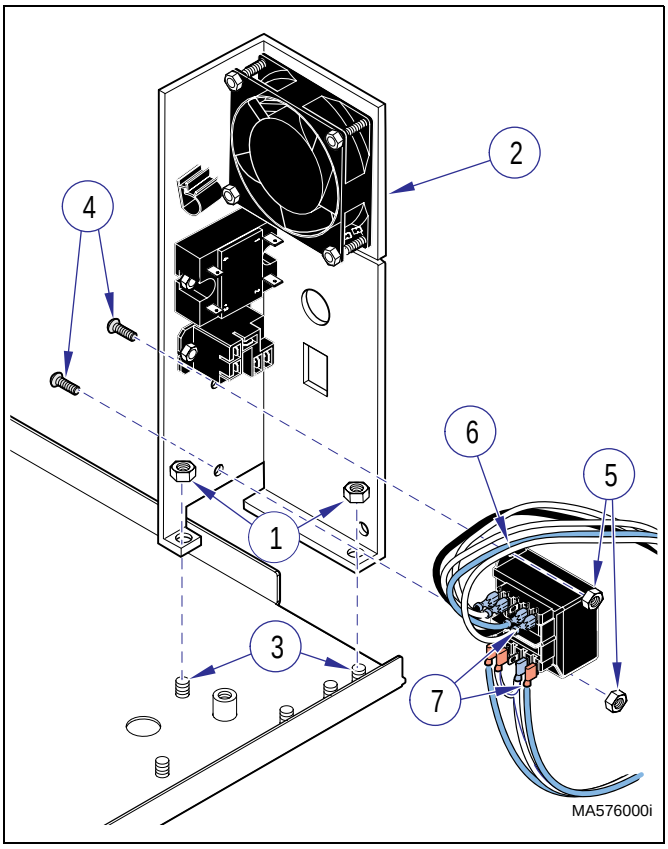

Figure 4-16. Transformer
(1) Unplug power cord from outlet receptacle.
(2) Remove side and back panels (Refer to para 4.2).
(3) Remove two locknuts (1, Figure 4-16) and then lift power bracket assembly (2) off of two studs (3) and turn slightly so that two screws (4) can be accessed.
(1) Connect eight wires (7, Figure 4-16) to terminals of transformer (6). If necessary, refer to Figure 5-4, wiring diagram to make wiring connections.
(2) Position transformer (6) on power bracket assembly (2) and secure with two screws (4) and nuts (5).
(3) Install power bracket assembly (2) on two studs (3) and secure with two locknuts (1).
(4) Install side and back panels (Refer to para 4.2).
(5) Plug power cord into outlet receptacle.